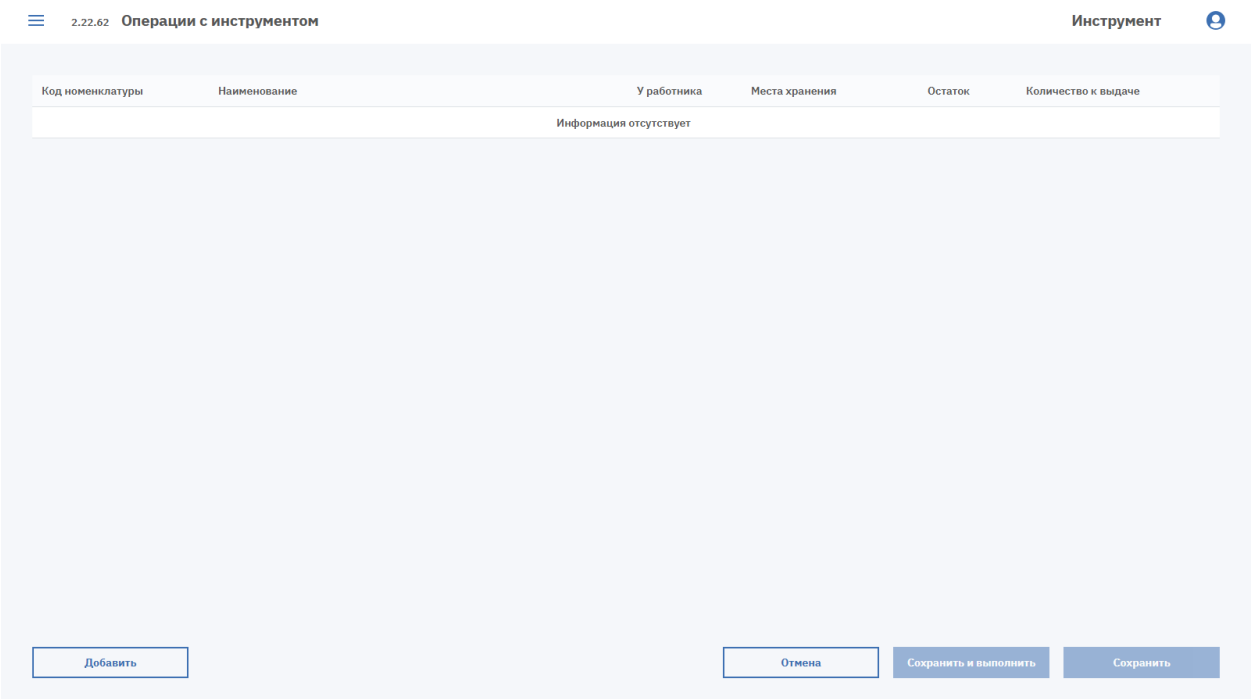

Рисунок 156. Форма выдачи без ТП
2. В поле «Выберите склад выдачи» выберите склад и нажмите кнопку «Выбрать». В новой вкладке откроется форма выдачи без ТП (см. Рисунок 156).